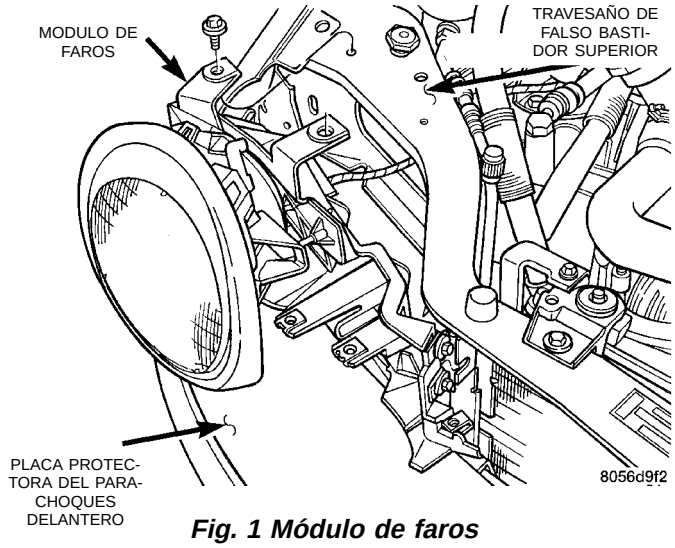

Fig. 1 Módulo de faros
(1) Desenganche el pestillo del capó y abra el capó.
(2) Desde atrás de la placa protectora del parachoques, retire el perno que sostiene el extremo hacia afuera del módulo en el guardabarros.
(3) Afloje los pernos que sostienen el extremo hacia adentro del módulo en la plancha de cierre del radiador.
(4) Retire el perno que sostiene la rejilla en el módulo de faros.
(5) Retire los pernos que sostienen la parte superior del módulo en el travesaño de falso bastidor superior (Fig. 1).
(6) Desconecte el conector de cable de los faros y portalámparas de luz de estacionamiento.
(7) Separe el módulo de faros del vehículo.